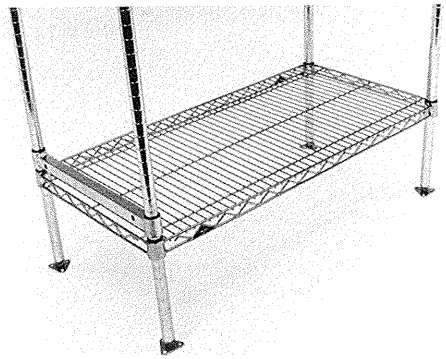

FIG. 6
6. At one end of the unit, count up two grooves above the shelf and place a pair of split sleeves on each of these grooves. Slide a tie bar bracket down over the posts onto the sleeves. Seat bracket as per Note 1 (Fig. 6).